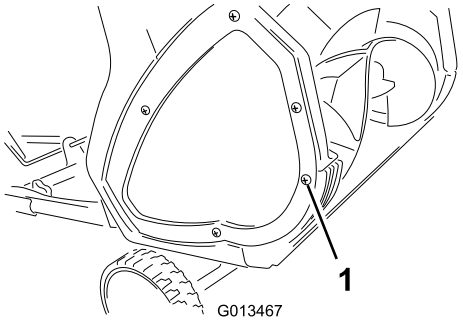
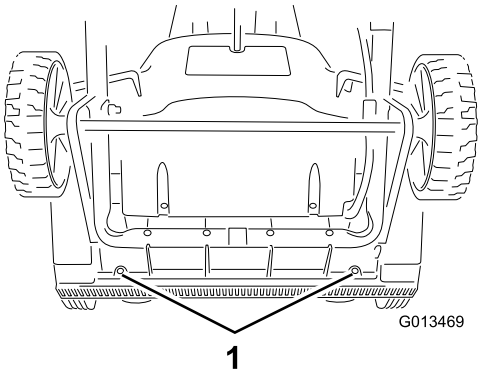

Figur 13
Figur 14
1. Fjern skruen fra hver sideplade, der holder skraberen (Figur 13) og 2 skruer under maskinen (Figur 14), der fastgør skraberen til maskinen.